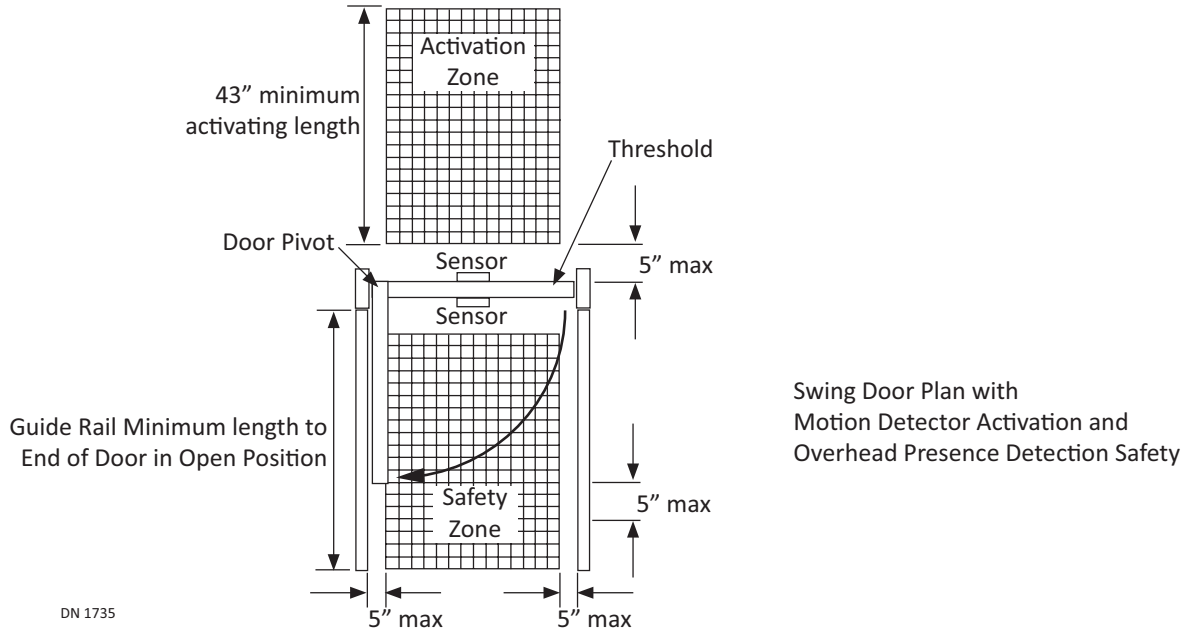

Figure 1 One-Way Traffic: Walk through Activation Zone
a. If the door is equipped with an overhead mounted presence sensor, as long as you are in the Safety area of the door, it should not open. Please see Figure 1.